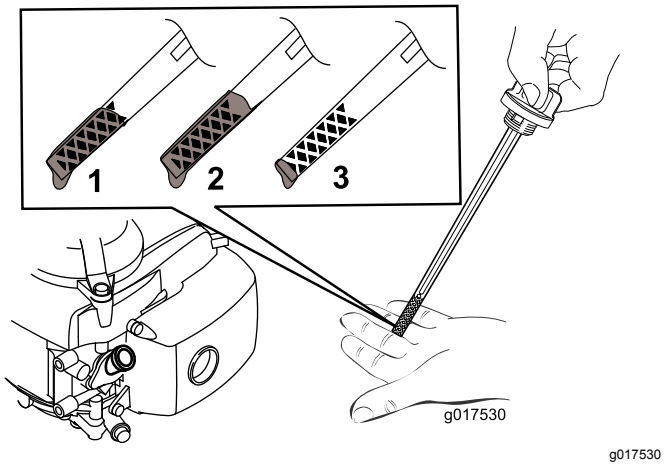

Rysunek 10
5. Aby określić prawidłowy poziom oleju na wskaźniku poziomu, skorzystaj z Rysunek 10.
Informacja: Napełnij skrzynię korbową silnika olejem tak, aby według wskaźnika poziomu był on prawidłowy, zgodnie z Rysunek 10. W przypadku przepełnienia silnika olejem usuń nadmiar oleju, zgodnie ze wskazówkami w punkcie Wymiana oleju silnikowego (Strona 15).